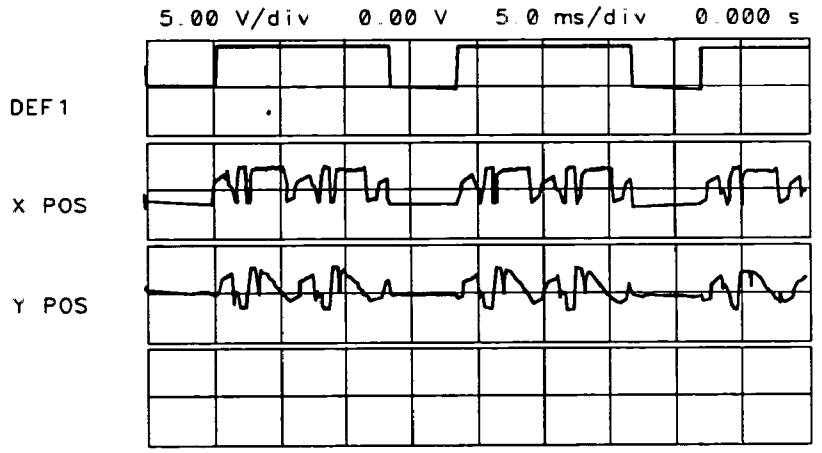

Figure 10-11. DEF1 Synchronization
6. In Figure 10-11, there is no synchronization between DEF1 and the video patterns X POS and Y POS when DEF1 is TTL high. The Y POS level when DEF1 is low is the Video In level.